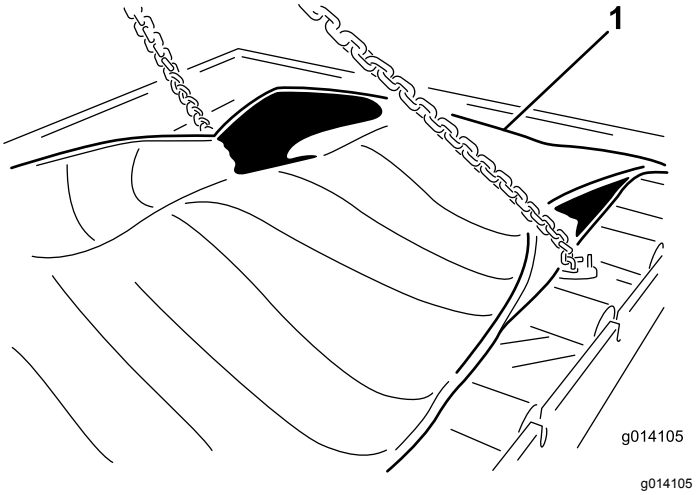

Figur 59
23. Afmonter de 24 bolte for at udløse indsatsen (Figur 59).